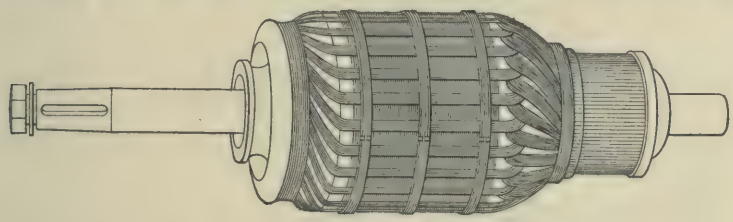

FIG. 9.
**11. The No. 34 Armature.**—The No. 34 armature is similar to the No. 20, but is, of course, larger on account of the increased capacity. The first thing that strikes the critical observer is the size of the commutator; it is built up of mica and hard-drawn copper, and is unusually long. The coils are bound in groups of three and pressed into shape in a steam press, as previously described. Fig. 9 shows a No. 34 armature. The core has 33 slots, and the